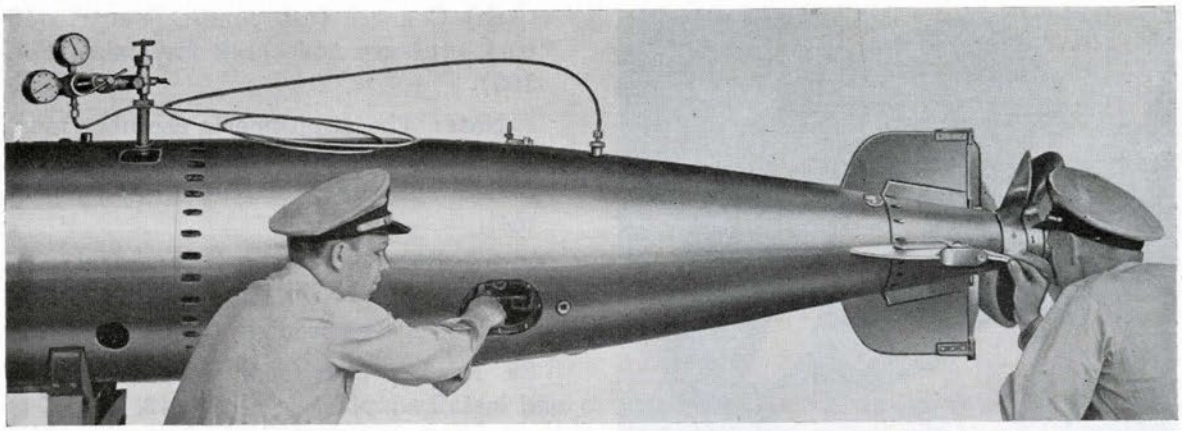

Figure 109
35. With air on, move pendulum by hand both ways against its stops. The full rudder throws should be two up and four down (Fig. 109). If these throws are not obtained, find interference and remedy before proceeding to next step.